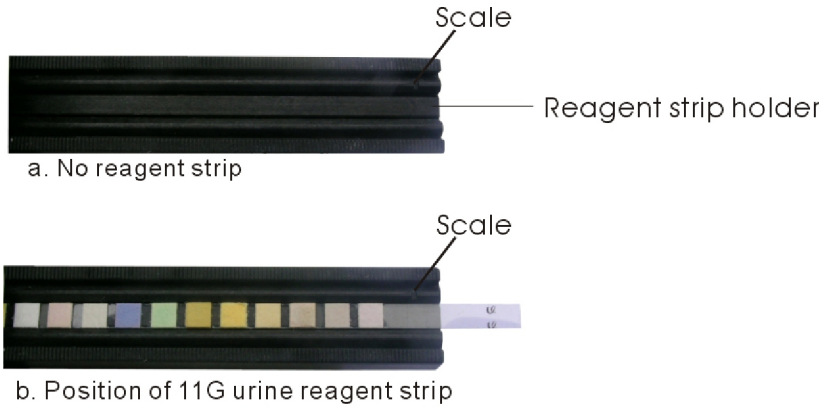

Figure 9
3. Completely immerse the reagent strip into fresh, well-mixed, and uncentrifuged urine sample, then slowly draw it out along the container wall, using filter paper for excess urine, but not too dry. Place the top end of reagent strip in the groove of the strip holder, with pads upward. Then, push it along the groove until the buzzer goes off. See Figure 9 for correct positions of strips.